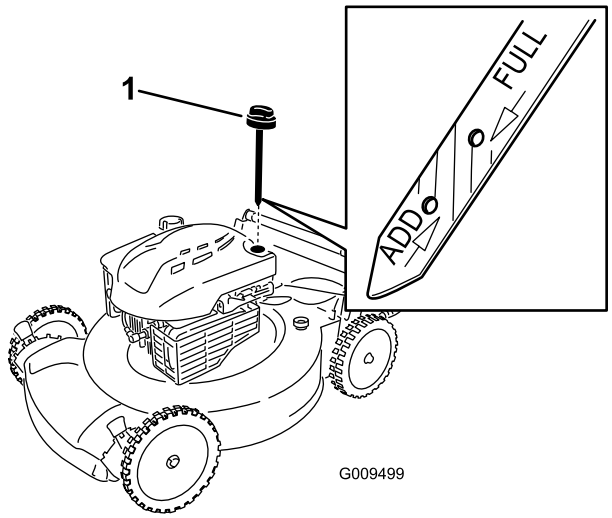

Figuur 12
2. Verwijder de peilstok (Figuur 12).
5. Haal de peilstok eruit en controleer het oliepeil; zie Figuur 12.